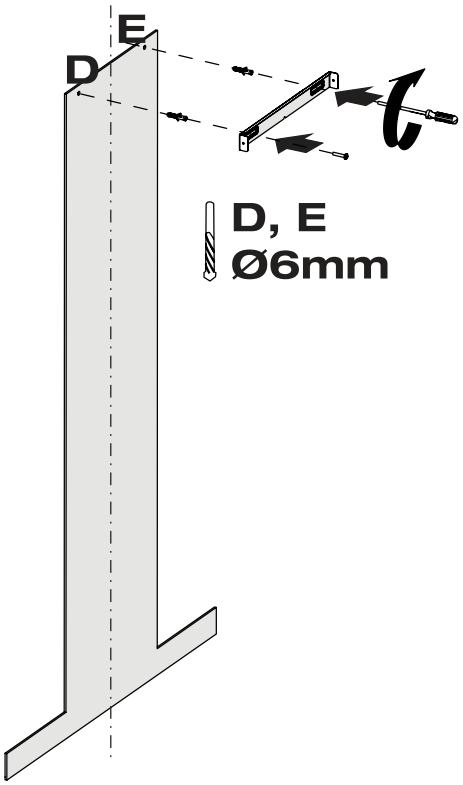

Abb. 10
- Legen Sie das im Zubehör enthaltene Verbindungsblech für den Schacht, unter Berücksichtigung der minimalen und maximalen Abmessungen der Dunstabzugshaube, den dreieckigen Ausschnitt im mittleren Teil des Verbindungsbleches an die Wand, sodass es mit der Mittellinie übereinstimmt (Abb. 10). Markieren Sie die Punkte D und E.
- Bohren Sie die markierten Punkte D- und E mit einem Ø6 mm Bohrer und setzen die Ø6 mm Dübel ein. (Abb. 10).
- Das Verbindungsblech für den Schacht mit den 3,9x22 Schrauben befestigen. (Abb. 10).